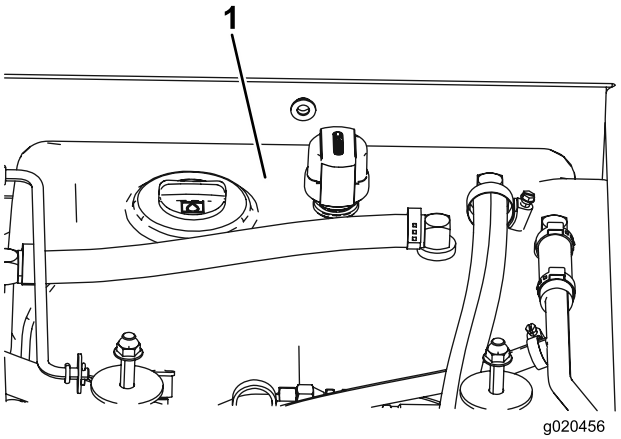

Figuur 72
4. Vul het reservoir (Figuur 72) met hydraulische vloeistof; zie Hydraulische vloeistof controleren (bladz. 54).